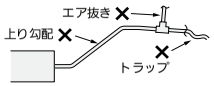

図14
- 接続部より上り勾配で配管しないでください。（ユニット停止時、ドレン水が逆流して水漏れの原因になります）（図14）
（図14）
（図14, 16）